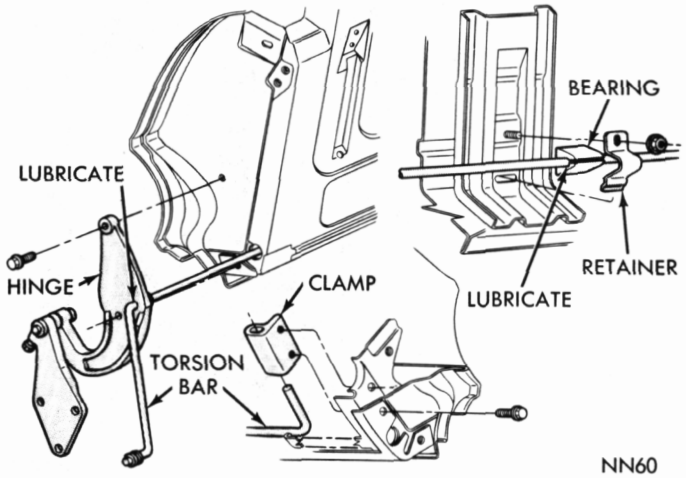

Fig. 59—Tail Gate Torsion Bar
(1) Remove trim panel from tail gate.
(2) Remove screws attaching torsion bar clamp to tail gate pillar (Fig. 59) and remove clamp.
(3) Remove torsion bar bearing retainer and bearing.
(4) Remove screws attaching torsion bar and hinge to tail gate.
(1) Lubricate torsion bar at right hinge area and at torsion bar bearing area.
(2) Install hinge on torsion bar and insert torsion bar into tail gate.
(3) Position hinge to tail gate and install mounting screws. Tighten screws 30 foot-pounds.
(4) Install bearing and bearing retainer on torsion bar (Fig. 59). Tighten retainer nut 95 inch-pounds.
(5) Position clamp over end of torsion bar and from outside end of tail gate install attaching screws. Tighten to 200 inch-pounds.
(6) Install tail gate trim panel.